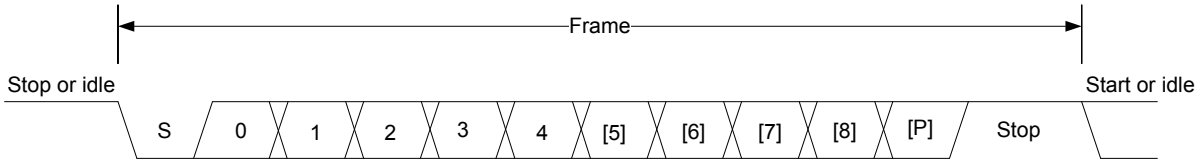

Figure 21.2. Frame Format
The frame format used in asynchronous mode consists of a set of data bits in addition to bits for synchronization and optionally a parity bit for error checking. A frame starts with one start-bit (S), where the line is driven low for one bit-period. This signals the start of a frame, and is used for synchronization. Following the start bit are 7 to 9 data bits and an optional parity bit. Finally, a number of stop-bits, where the line is driven high that indicates the end of the frame. An example frame is shown in Figure 21.2. Frame Format.